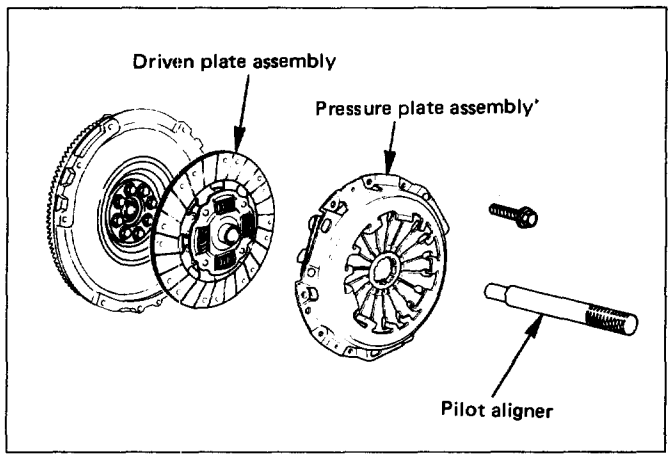

Fig. 7C-8
- Use the pilot aligner to prevent the driven plate assembly from falling free (Fig. 7C-8).